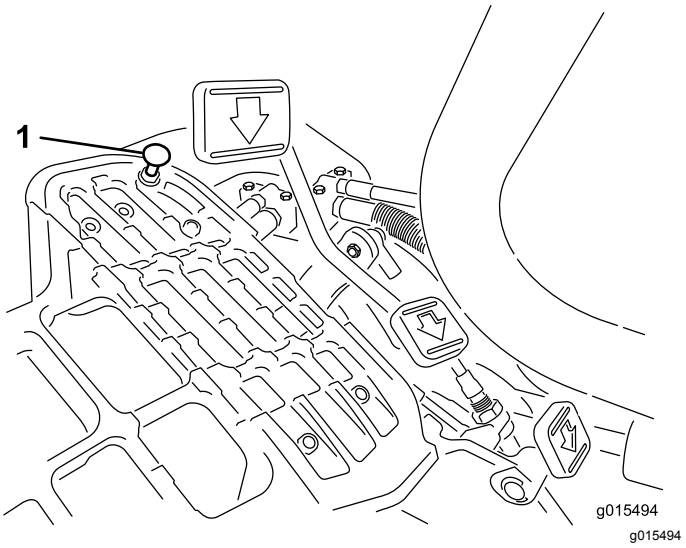

Figur 48
Tryk traktionspedalen ned. Hvis pedalen når stoppet (Figur 48), før stramning mærkes på kablet, er det nødvendigt med justering:
1. Løsn de låsemøtrikker på flangehovedet, der fastgør pedalstoppet til gulvpladen (Figur 48).